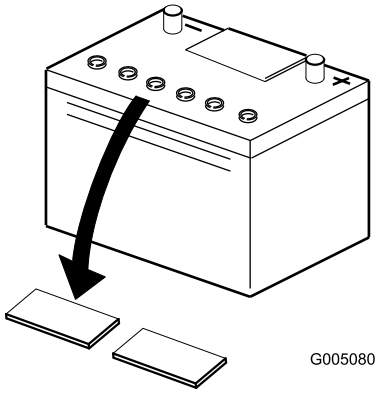

Figur 5
2. Rengør batteriet ovenpå, og fjern ventilationshætterne (Figur 5).